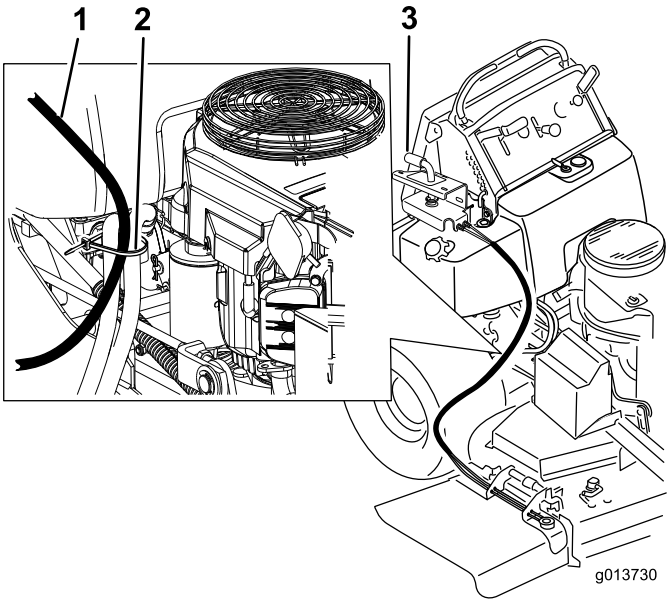

Figure 4
3. Attachez les câbles aux flexibles hydrauliques avec des serre-câbles en plastique Figure 4 Les câbles ne doivent pas toucher le pneu arrière.